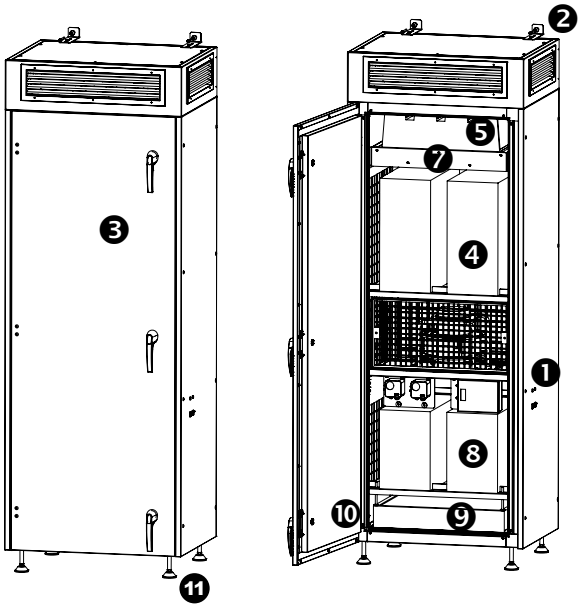

Abb. 1
3. Das Gerät vorsichtig aufstellen und gegen Umkippen / Haltewinkel (Pos. 2) sichern (siehe Abb.1)
3. Das Gerät aufstellen und gegen Umkippen / Haltewinkel (Pos. 2) sichern siehe Abb.1
Der Baukörper muss geeignet sein, die Schwingungen und statischen Belastungen dauerhaft aufnehmen zu können. Das Gerät muss auf festen, ebenen und geeignetem Untergrund stehen. Der Untergrund muss eine ausreichende und dauerhafte Tragfähigkeit haben. Das Gerät muss waagrecht ausgerichtet werden. Einstellmöglichkeiten über die Stellfüße (Pos. 11 Abb. 1).